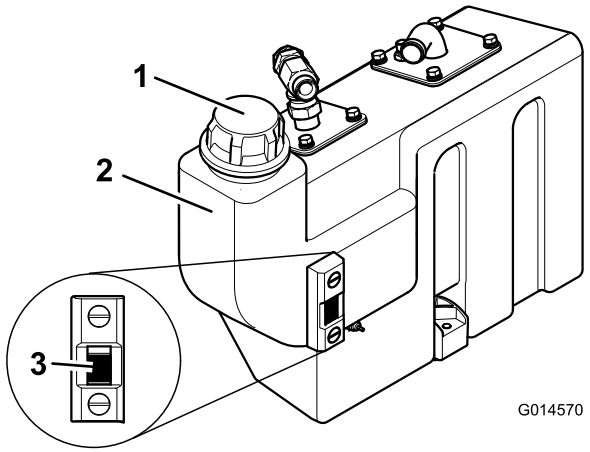

Rysunek 29
3. Jeśli konieczne jest uzupełnienie oleju, oczyść miejsce wokół korka zbiornika (Rysunek 29). Wykręć korek ze zbiornika.